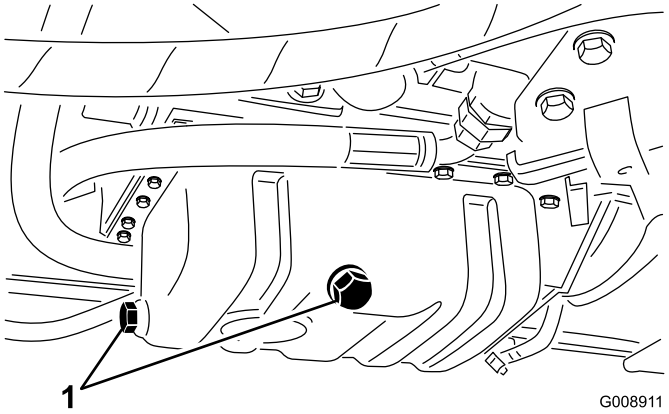

Figuur 45
1. Verwijder een van beide aftappluggen (Figuur 45) en laat de olie in een opvangbak lopen. Als er geen olie meer naar buiten stroomt, plaatst u de aftapplug terug.